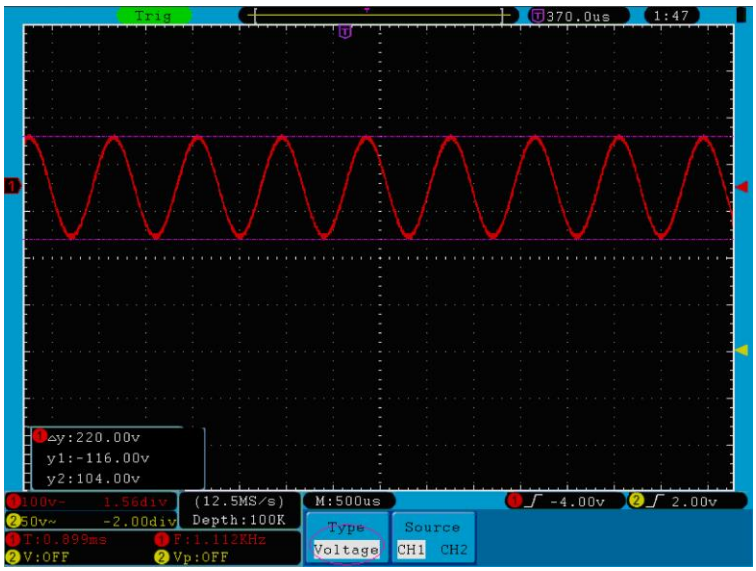

Abb. 71 Wellenform bei der Spannungsmessung mit dem Cursor
4. Verändern Sie die Positionen von **CURSOR1** und **CURSOR2** entsprechend der zu messenden Wellenform; es wird dann der absolute Wert der Spannungsdifferenz zwischen Cursor 1 und Cursor 2 im Fenster angezeigt. Die aktuelle Position von Cursor 1 wird unter Cursor1, die von Cursor 2 unter Cursor2 angezeigt (siehe **Abb. 71**).